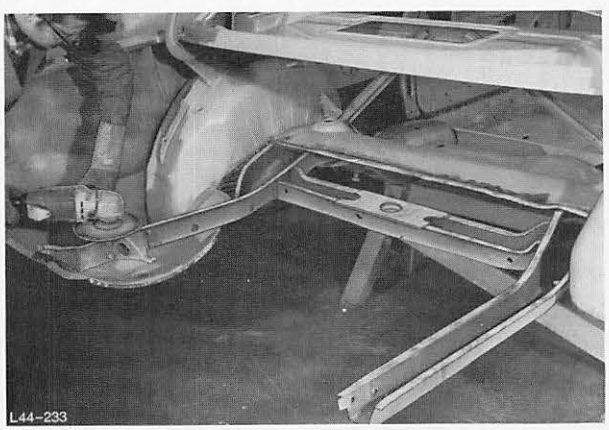

Abb. 248 Punktflansche putzen
3. Punktflansche putzen und richten, Abb. 248.